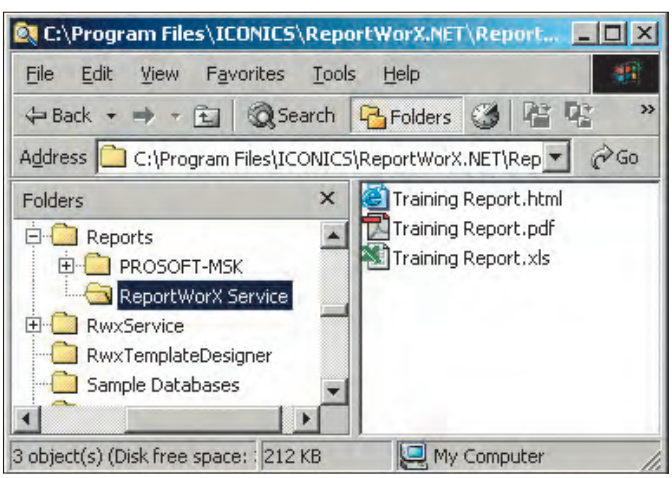

Рис. 34. Результат — сформированные файлы отчёта
3. Файлы отчёта (рис. 34) находятся в папке, указанной в поле **Completed Report File(s) Location** в окне конфигурирования отчёта. В ней создаётся дополнительная вложенная папка. При исполнении отчёта по триггеру она имеет имя ReportWorX Service, при исполнении по требованию её имя определяется именем пользователя.